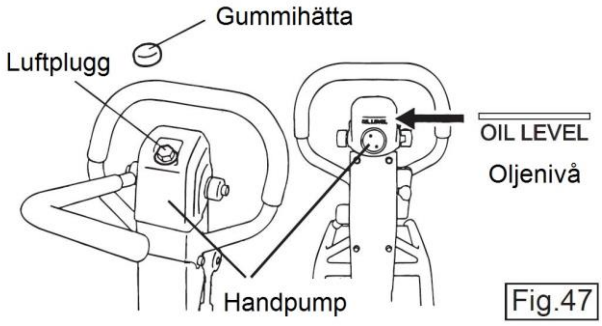

Fig.47
Kontrollera hydrauloljenivån var 100:e drifttimme. Ställ handtaget förvaringsläget, rakt upp, lossa gummihättan och luftpluggen. Kontrollera att oljenivån är i höjd med strecket (OIL LEVEL). (Fig. 47)
1. Avlägsna gummihättan och sen luftpluggen (med en 24 mm nyckel). Töm oljan genom att lossa hydrauloljeslangen från cylindern på vibratorn. För frambackreglaget till läge bakåt för att tömma pumpen. Samla hydrauloljan i ett kärl och se till att den omhändertas enligt gällande lagstiftning. (Fig. 47, 48)
3. Fyll på hydraulolja (5,5 dl) genom luftningsplugg-hålet på handtaget. (Fig. 47)